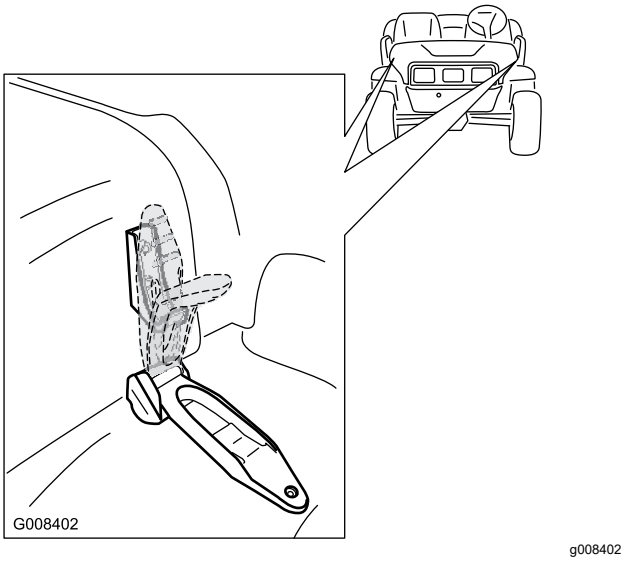

Figur 26
1. Lyft upp handtaget på gummispärrarna på vardera sidan av motorhuven (Figur 26).
2. Fäst motorhuven genom att rikta in gummispärrarna mot spärrankarna på vardera sidan av motorhuven (Figur 26).